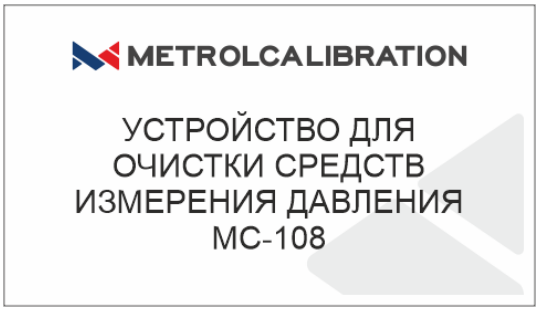
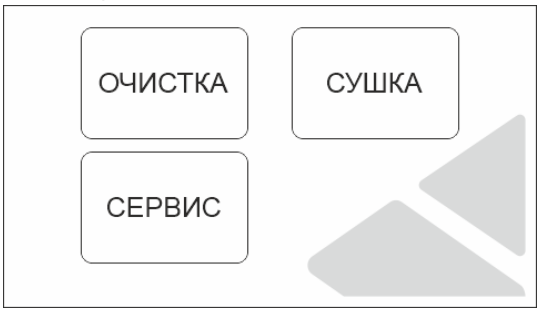

Рисунок 3 – Отображение на дисплее при включении Устройства.
Рисунок 4 – Основное меню.
7. Дождитесь загрузки Устройства и появления на дисплее его названия (рис. 3), а затем – основного меню (рис. 4).
8. Выберите требуемый пункт меню (рис. 4):